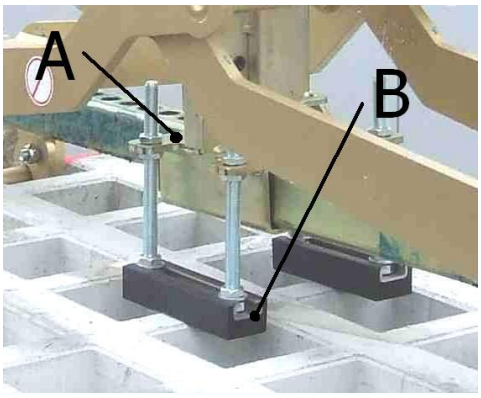

Fig. 1
Quando si utilizza l'apparecchio con elementi posti l'uno sopra l'altro, per la presa di singole lastre in pietra (poste l'una sopra l'altra), suggeriamo di utilizzare l'accessorio "supporto di regolazione dell'altezza"! – vedi Fig. 1
Quindi, l'altezza di presa deve essere regolata nuovamente per il sollevamento di elementi delle stesse dimensioni (vedi Fig 1).
- Il "supporto di regolazione dell'altezza (B) è attaccato al "piastra di montaggio del supporto (A) di regolazione dell'altezza" → vedi Fig. 1
- Regolare il "supporto di regolazione dell'altezza (B) con viti di regolazione e verificare che entrambi i "supporti di regolazione dell'altezza (B)" abbiano la stessa altezza e che le barre dei tamponi siano posizionate al centro dello spessore della pietra. → vedi Fig. 1